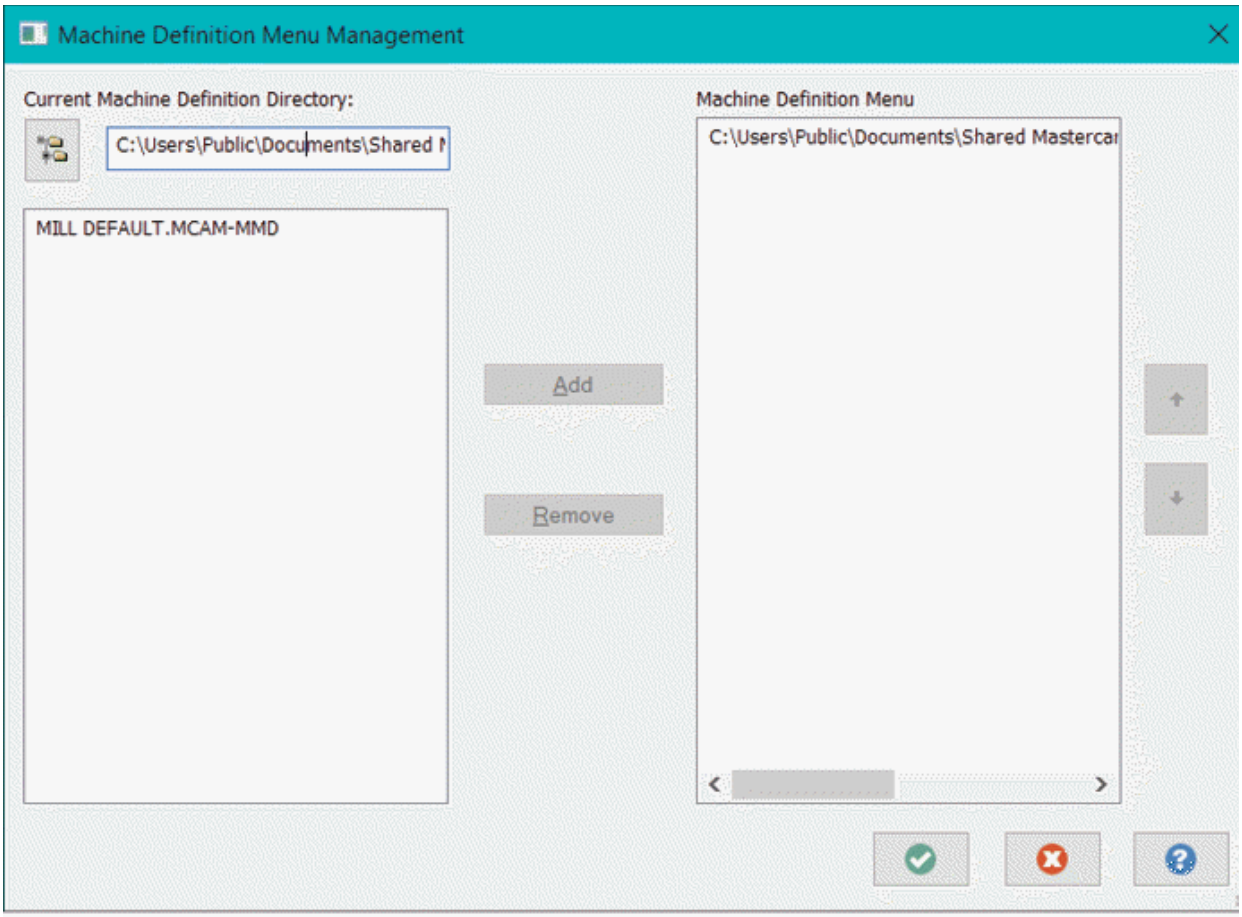

Figure-5. Machine Definition Menu Management dialog box
- Click on the **Manage List** option from the **Mill** drop-down in the **Machine Type** drop-down of the **Machine Type** group in the **Machine** tab of **Ribbon**. The **Machine Definition Menu Management** dialog box will be displayed; refer to Figure-5.